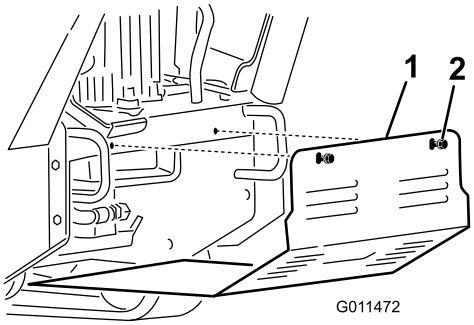

Figur 26
2. Lossa en i taget av bottenskyddets två bultar tills skyddet kommer loss (Figur 26).
2. För in bottenskyddet i maskinen så att det vilar på de fyra flikarna (Figur 26).